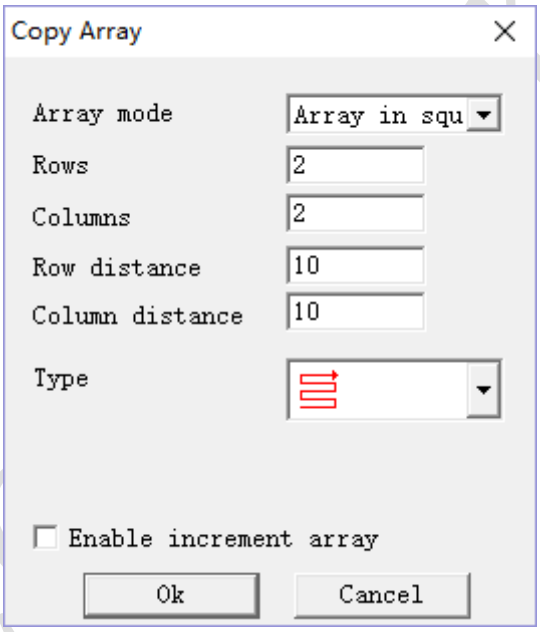

Figure 2-3-1 Array setting dialog
Operation: after selected object, click “Edit (E)”- “Array copy”, on the screen will pop up array setting dialog box. As Figure2-3-1: